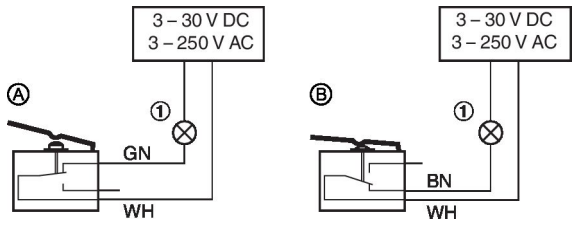

*Abb. 189: Anschlussbeispiel Endschalter*
- Anschluss der Endschalter anhand des Anschlussbeispiels Abb. 189